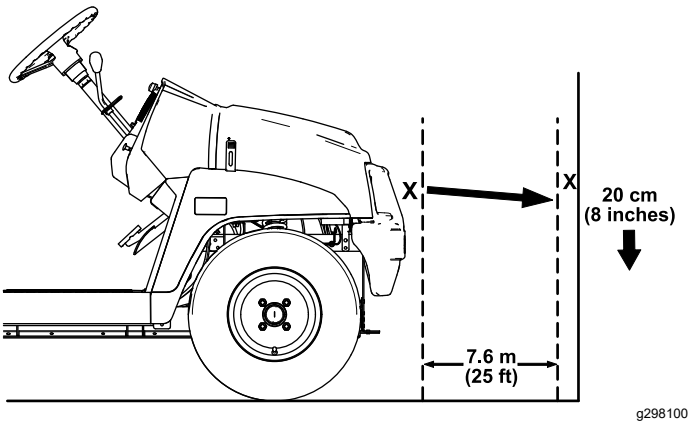

Figuur 44
1. Parkeer de machine op een horizontaal oppervlak met de koplampen op ongeveer 7,6 meter verwijderd van een muur (Figuur 44).
Het helderste gedeelte van de lichtstraal van de koplampen dient zich 20 cm onder de markering op de muur te bevinden (Figuur 44).